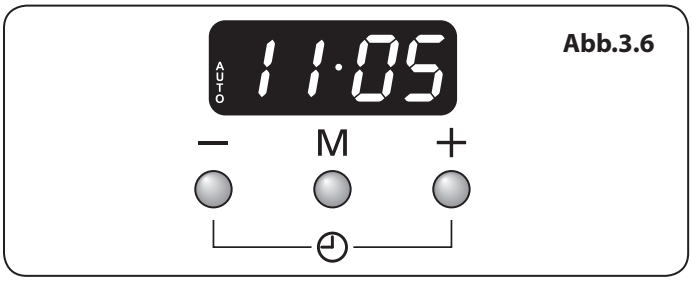

Abb.3.6
3. Wenn die „Stoppzeit“ erreicht ist, ertönt ein Alarm und der Ofen schaltet sich ab. Das Wort „AUTO“ blinkt in der Anzeige (**Abb.3.6**).